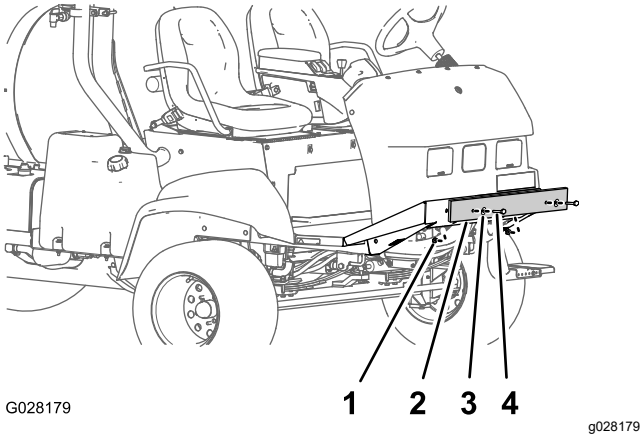

**Figur 9**
1. Ta bort skruvarna, brickorna och muttrarna som fäster transportstötdämparen på chassits främre plåt (Figur 9).
2. Ta bort transportstötdämparen från maskinen (Figur 9).